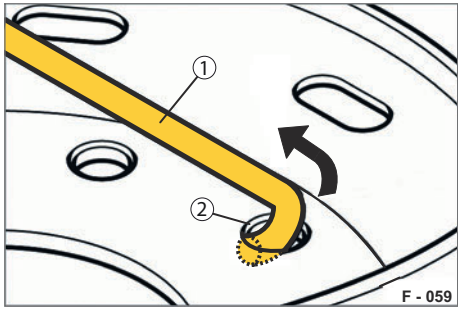

Abb. 86 Hakenschraube entnehmen
▶ Ziehen Sie die Hakenschrauben (Abb. 86/1) nach oben durch die Bolzenlöcher (Abb. 86/2) des Reserverades heraus.
▶ Führen Sie die Hakenschraube (Abb. 86/1) durch das Bolzenloch (Abb. 86/2) des Reserverades ein.